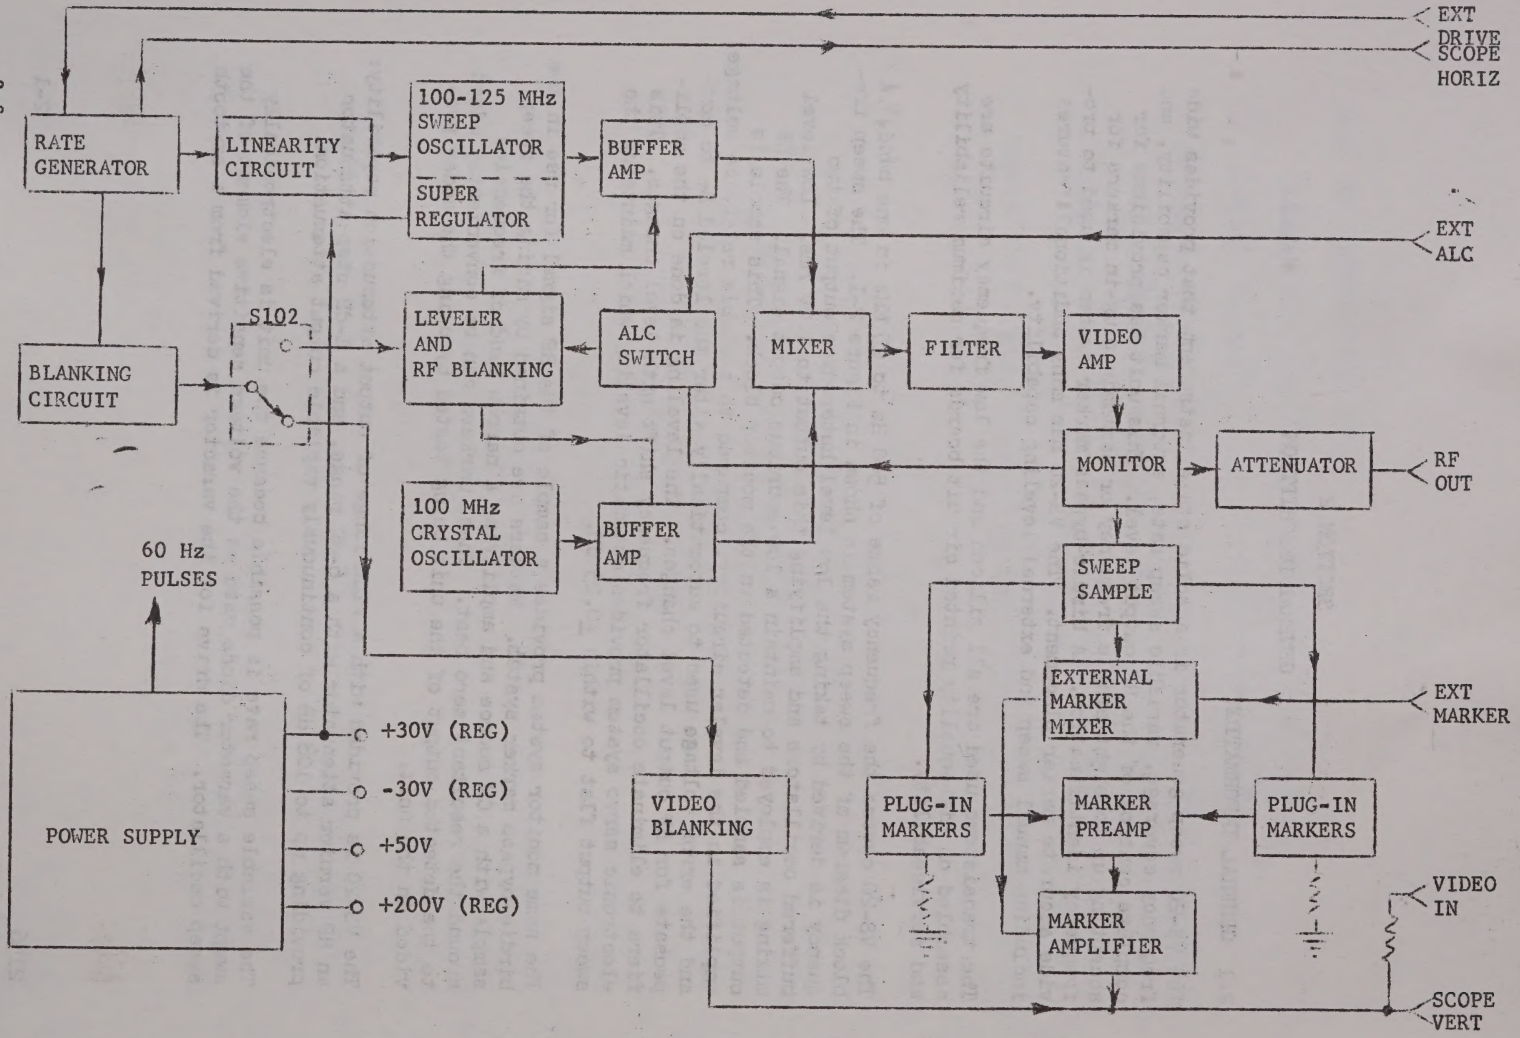

FIGURE 2-1: VS-20 BLOCK DIAGRAM
Block Diagram, Figure 2-1 2-2
The VS-20 covers the frequency range of 500 Hz to 25 MHz in one band. A block diagram of the sweep system is shown in Figure 2-1. The sweep frequency is derived by taking the low level heterodyne output of two buffered oscillators and amplifying this output to 1.0V rms. Low level mixing is employed to maintain a low spurious output signal. The RF output is sampled and detected in the monitor block. This sample is amplified in the leveler circuitry, compared to a stable reference voltage, and the error voltage used to automatically alter the leveled B+ to compensate for RF output level changes. The leveling is done on the amplifiers to eliminate oscillator frequency shift with level changes. This electronic servo system provides automatic leveling which maintains the sweep output flat to within $\pm$0.25 dB.
The block diagram of the VS-20, shown in Figure 2-1, can be divided into four major sections: (1) sweep drive, blanking, and leveling circuits, (2) sweep oscillator, CW oscillator, mixer, and video amplifier, (3) power supply, and (4) marker circuits. The following paragraphs present a description of the circuit details of each of these sections.